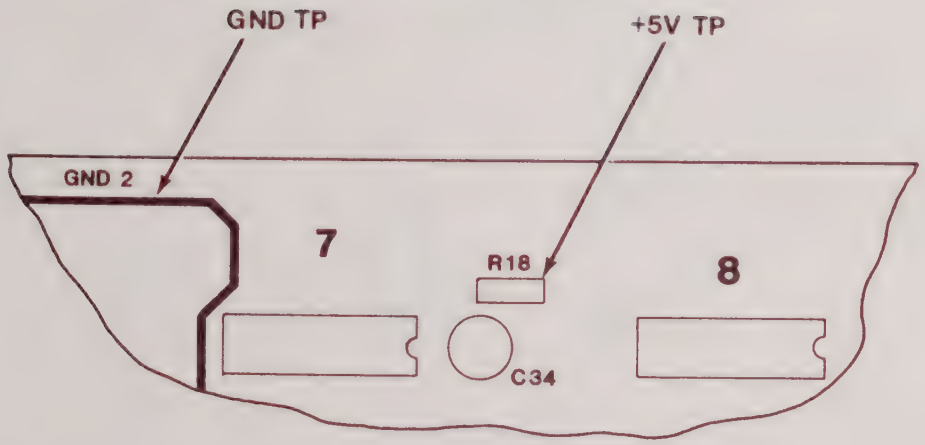

Figure 3-3. High-Speed Timing Printed Circuit Board
1. Connect the ground lead of the DVM to the ground test point located between J1 and J2, at the top of the High-Speed timing board. (See Figure 3-3.)
b. Adjust R21 for a DVM reading of +2.560 +/- .0005V. See Figure 3-3.